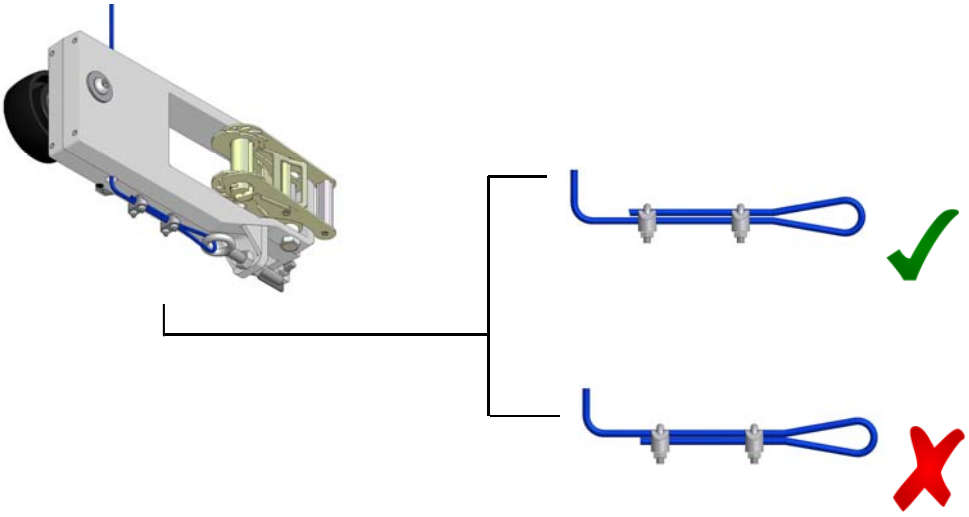

Abbildung 9
3.3 Führen Sie die Seile (I1) wie in Abbildung 7 und 8 gezeigt. Beginnen Sie an der unteren Laufrolle und wickeln Sie das Seil dann um den Einstellaugbolzen; sichern Sie das Seil mit zwei 5 mm Kabelziehkeilen (im Lieferumfang enthalten). Vergewissern Sie sich, dass das Brückenglied des Keils bei Beanspruchung am Seil anliegt (Abbildung 9).